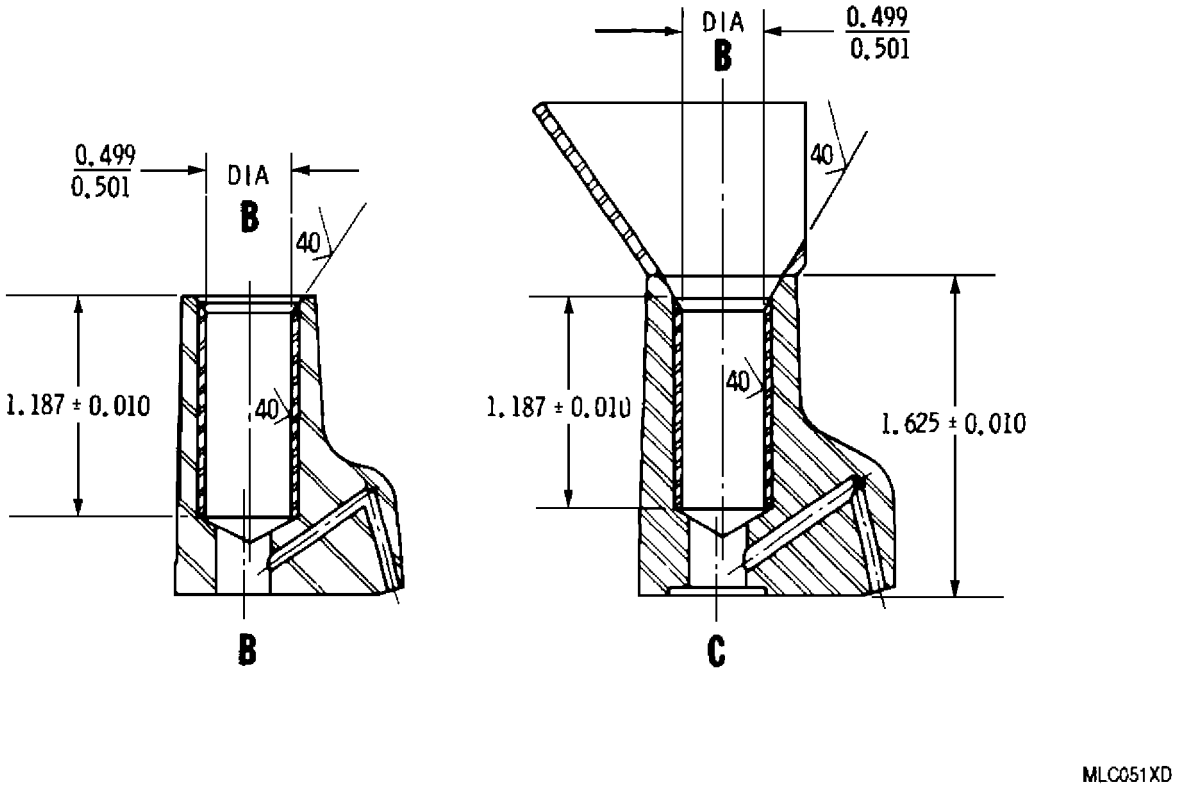

Figure 1. Compressor Rear Bearing Oil Jet Rework
6. COMPRESSOR REAR BEARING OIL JET − DIAMETER B REPAIR. (figure 1)